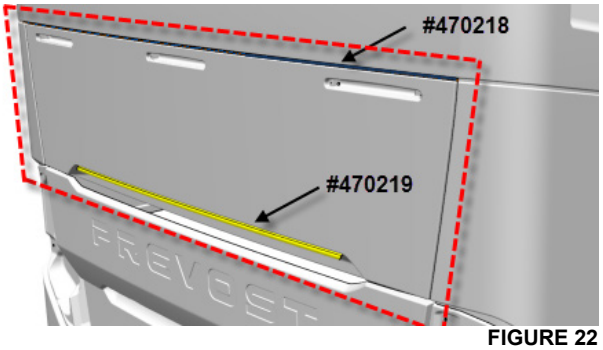

FIGURE 22
2. Clean dirt on the lower part of the **exhaust aftertreatment system ATS** access hatch as well as the area located right above the ATS access hatch (**FIGURE 22**). It is very important to install the drip edge on a clean surface to assure water tightness.
NOTE: ***FIGURE 22*** *shows where the drip edges will be installed.*